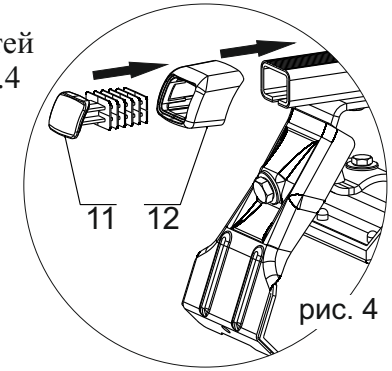

рис. 4
f. Вставьте заглушку, состоящую из двух частей [11] и [12] в поперечину, как показано на рис.4